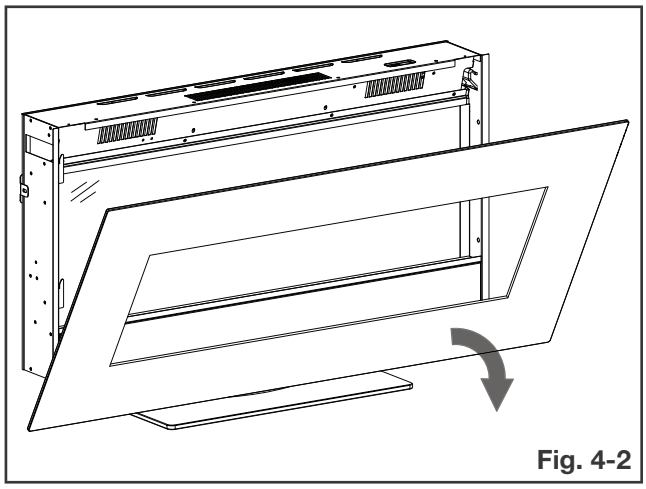

Fig. 4-2
C. Carefully lift the front surround up and away from the appliance **(Fig. 4-2)**. Place it face down on a soft, non-abrasive surface.